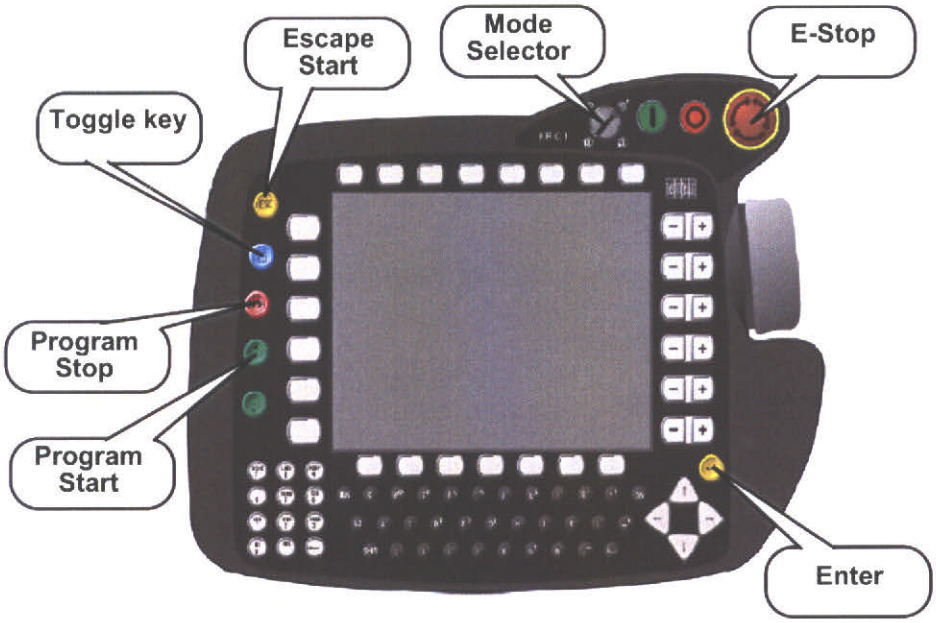

Figure 6-1 Teach Pendant
*See Figure 6-1 Teach Pendant, page 2.*